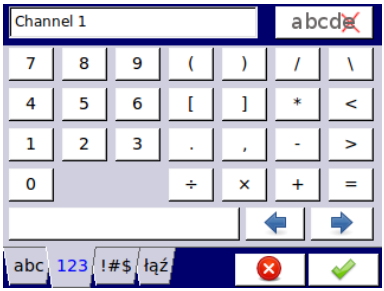

Rys. 7.2. Okno edycji tekstu – cyfry
- cyfry i znaki arytmetyczne – **Rys. 7.2**,